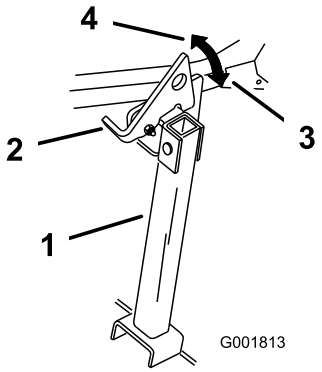

Figur 35
2. Lyft upp spärrhaken i fritt läge (Figur 35).